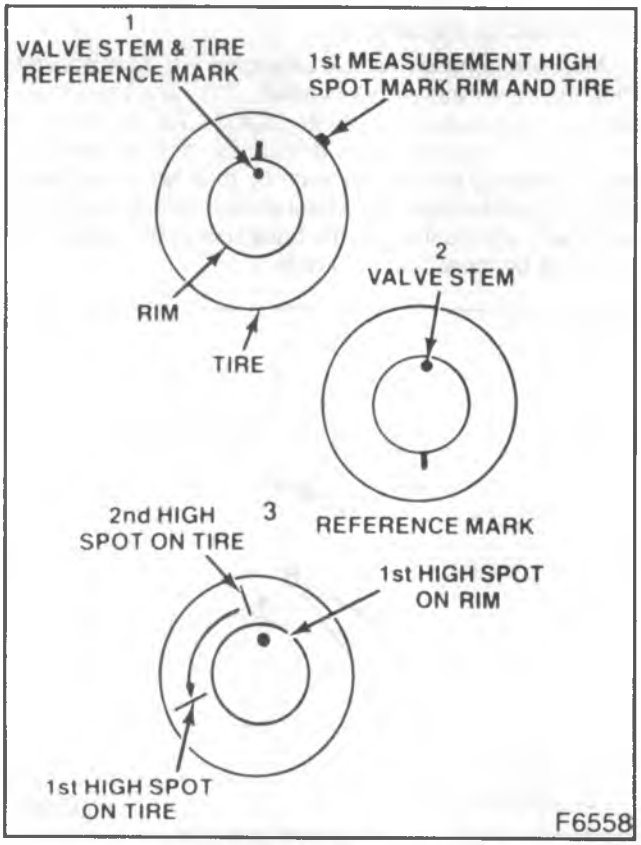

Figure 10—Match Mounting
First determine the runout which needs to be minimized If radial runout is the problem, take a measurement on the center tread rib (this is normally a solid rib, easy to measure and normally indicative of what the tire as a whole is like ... but keep in mind that any rib with excessive runout can cause a problem). If lateral runout is the problem, take a measurement on the sidewall just below the edge of the shoulder tread pattern. Record the runout magnitude and put a crayon mark at the high spot location on the tire and also on the wheel (figure 10).
Take the assembly to the tire mounting machine. Put a reference crayon mark on the sidewall at the valve location. Break the assembly down and rotate the tire 180 degrees (half way around) on the rim so that the valve reference mark is opposite the valve stem (figure 10). Reinflate the tire and measure the runout in question. Record the magnitude and mark the high spot location on the tire.
3. If the high spot is not within 4-inches of either original high spots on the tire or wheel then draw an arrow from the second high spot to the first high spot (in the shortest direction, figure 10), and rotate the tire on the rim 90 degrees (1/4 turn) in that direction. This will normally reduce the runout to an acceptable figure.